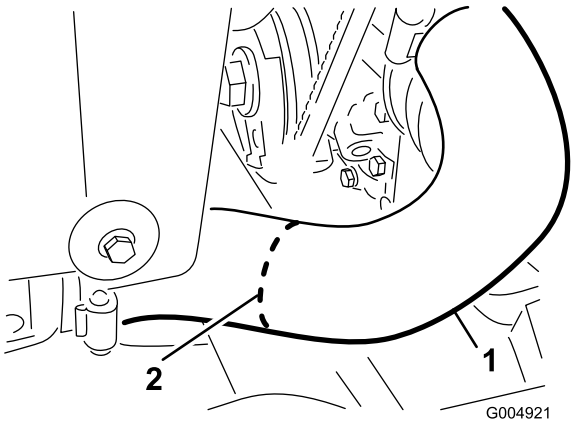

Figur 11
9. Klip den nedre kølerslange i to ved den hvide linje som vist i Figur 11.